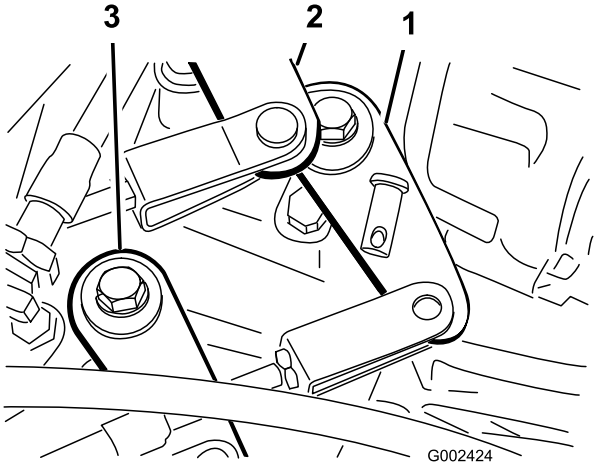

**Figur 52**
2. Fjern splittpinnene som fester girkablene til transakselens girarmer (Figur 52).
1. Fjern splittpinnen som fester kabelen for høy/lav hastighetsinnstilling til transakselen (Figur 52).